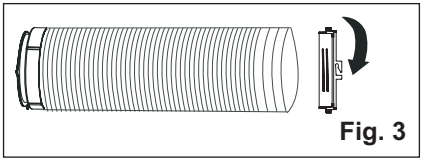

Fig. 3
2. Étirez l'autre côté du tuyau et vissez-le à l'adaptateur B (Fig. 3).